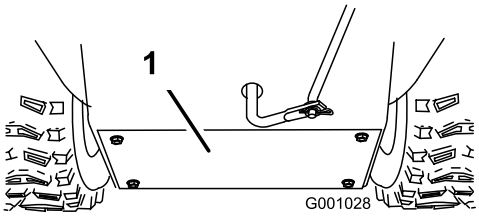

Figur 43
3. Fjern bagdækslet (Figur 43).